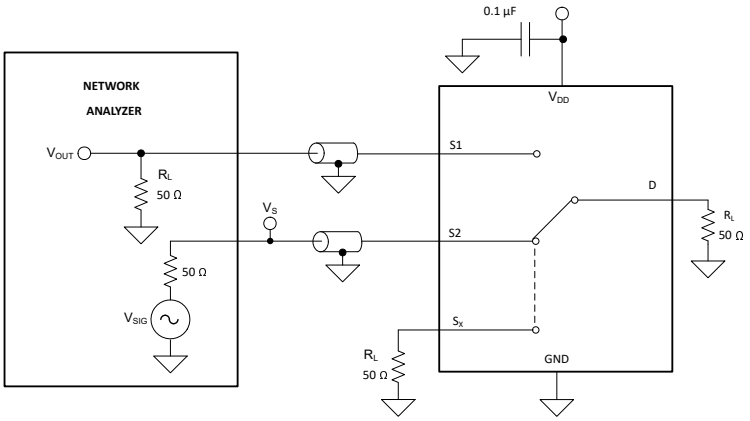

図 6-10. チャネル間クロストーク測定時の設定
クロストークは、オンチャネルのソース ピン (Sx) に信号が印加された場合に、他のチャネルのドレイン ピン (D) に現れる信号の比率として定義されます。図 6-10 に、クロストークの測定を行う際の設定と、クロストークの計算に使用する式を示します。